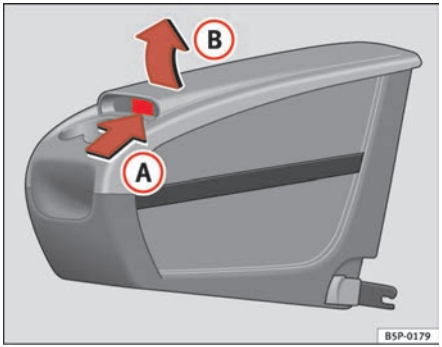

Fig. 113 Mobile stowage compartment Opening
– Lift the cover (B), in area (A) ⇒ page 144, fig. 113.